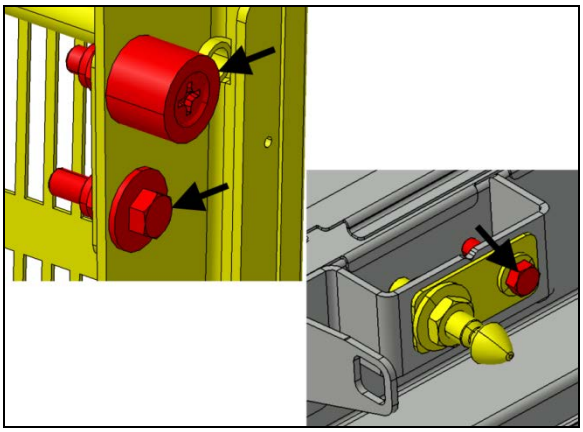

FIGURE 56:
13. 13. Ouvrir la porte et procéder au serrage final des éléments identifiés par les flèches (Figure 56:).